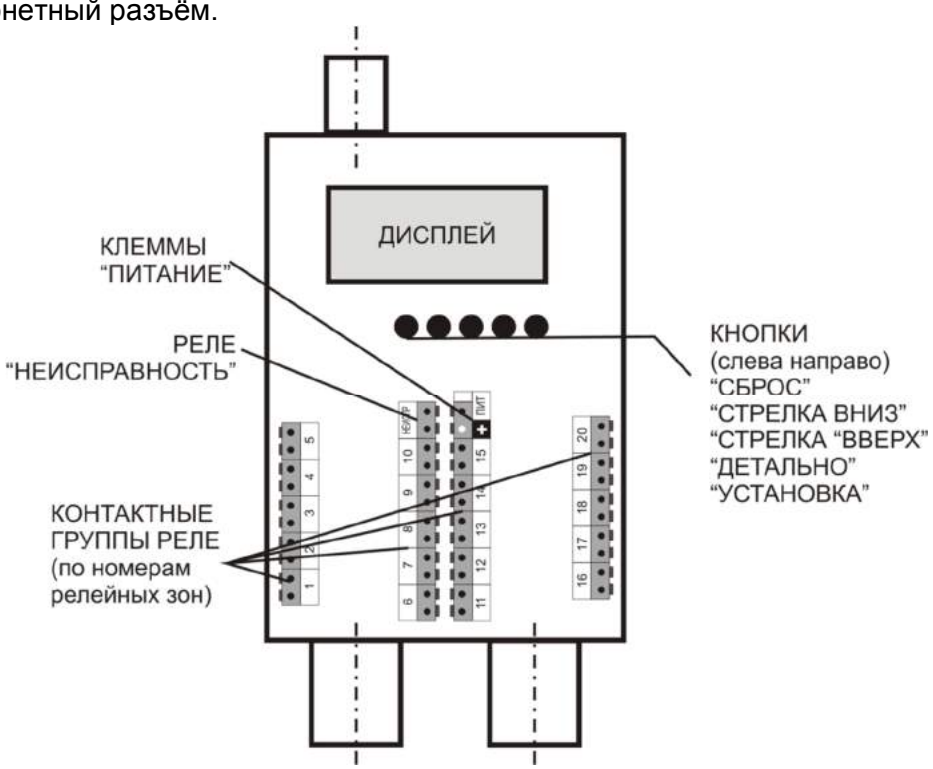

Рис.14. Расположение кнопок и клеммников блока обработки (крышка БО снята)
4.6. На клеммниках блока обработки нанесены номера релейных зон, обозначен релейный выход «НЕИСПР», клеммник питания «ПИТ» с указанием полярности (знак «**+**») (рис.14).